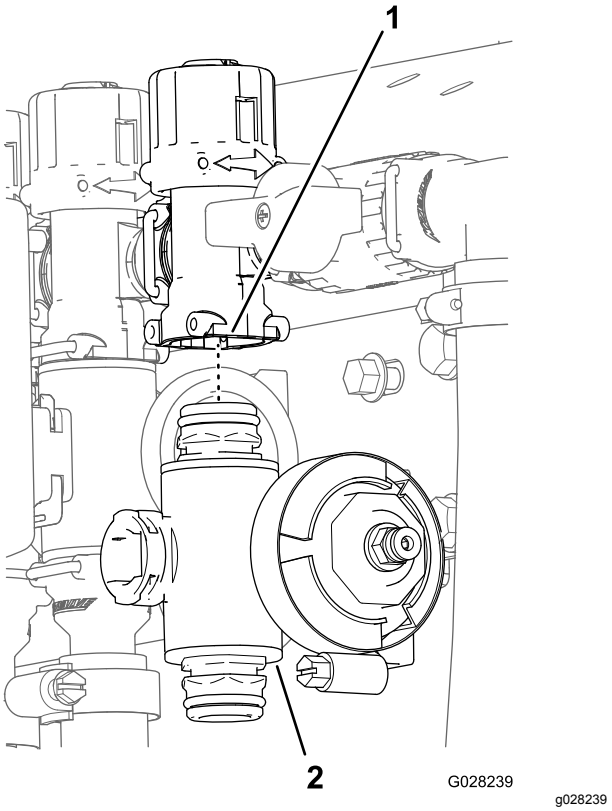

**Figur 121**
3. For venstre eller høyre bomseksjonsventiler: fjern flenshodeskruene og de flensede låsemutterne som sikrer seksjonsventilen(e) til ventilfestet, og fjern ventilmanifoldet fra maskinen. For midtre seksjonsventil: fjern seksjonsventilmanifoldet fra maskinen (Figur 121).